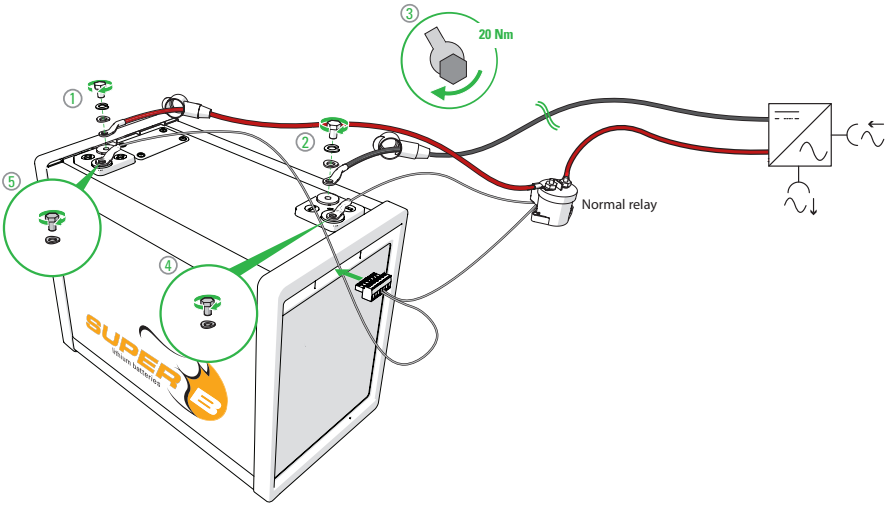

Figuur 11. Verbind de accu met de last
2. Sluit de pool van de accu aan op de pool van het relais (figuur 11).